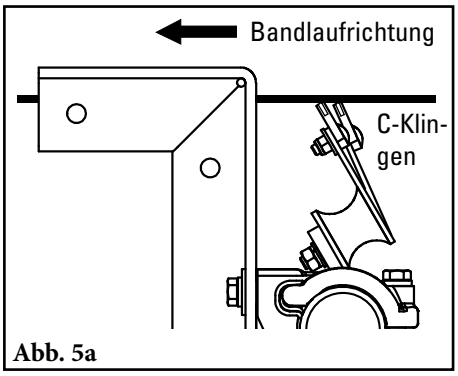

Abb. 5a
5. **Die Spannung der Klingen des Abstreifblatts prüfen.** Das äußere Abstreifblatt in Bandlaufrichtung zurückziehen, bis der Kontakt des Abstreifblatts mit dem Band unterbrochen wird. Das Abstreifblatt loslassen. Bei korrekter Spannung sollte die vollständige Stärke der nebenliegenden Klinge des Abstreifblatts vor dem äußeren Abstreifblatt erkennbar sein (Abb. 5a und 5b). Das mittige Abstreifblatt ist in gleicher Weise zu prüfen. In Abstufungen von jeweils einer 1/4 Umdrehung die Spannung an den oberen Kontermuttern der Einstellschraube erhöhen, bis die gesamte Stärke der nebenliegenden Klinge des Abstreifblatts erreicht wurde.